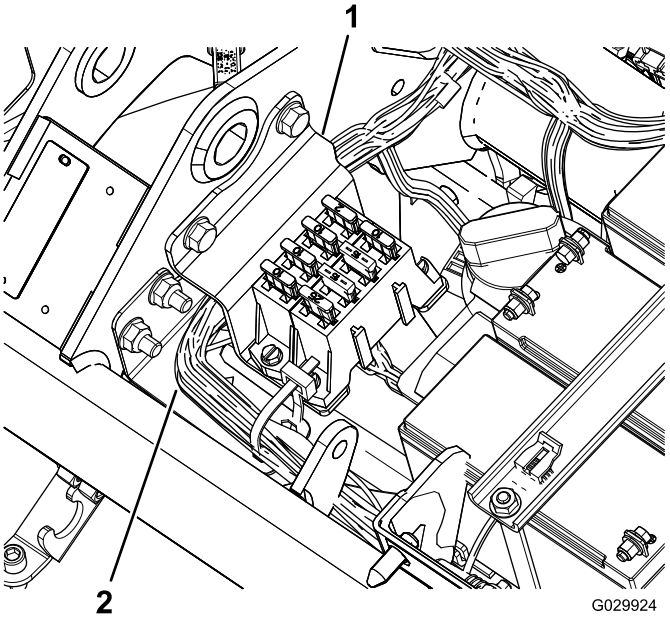

Figur 10
23. Monter sikringsblokken (Figur 10).